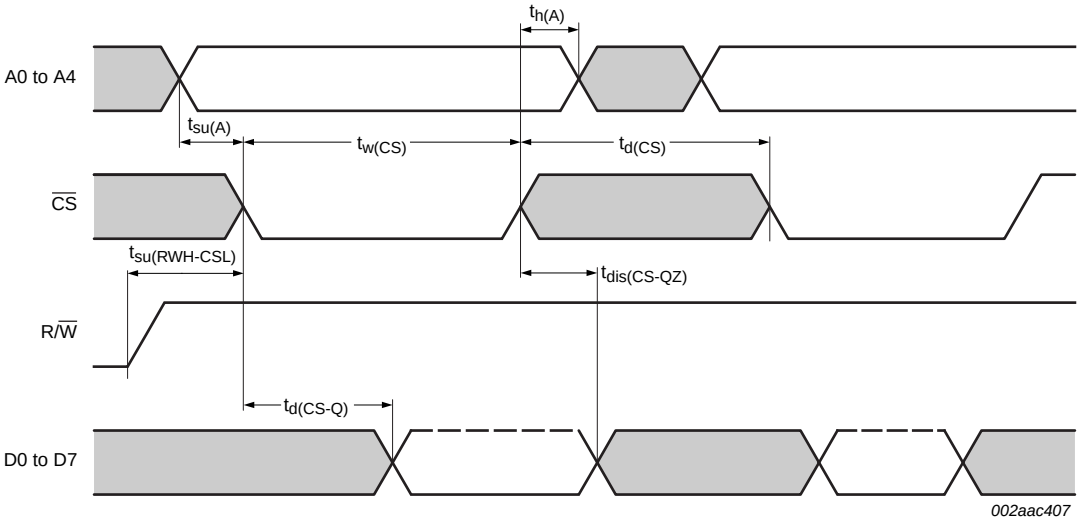

Fig 14. General read timing in 68 mode
(2) $\overline{CS}$ timing during a read cycle. See Figure 14.